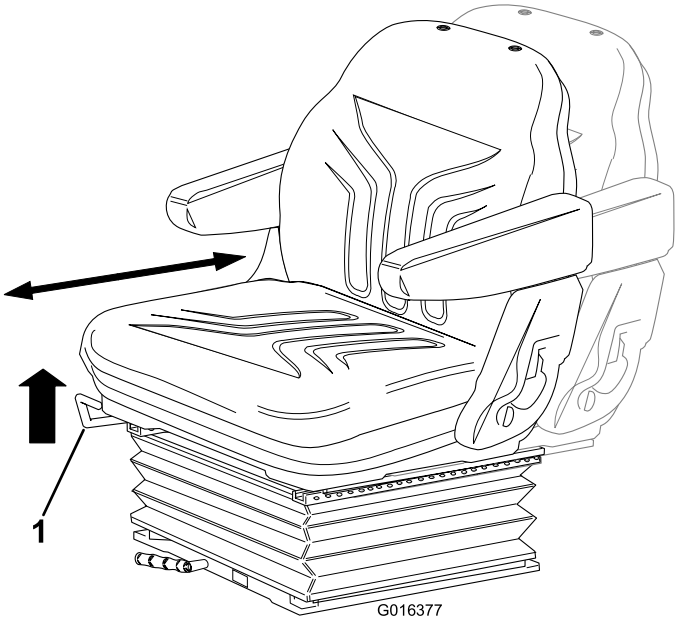

Figuur 11
- **Lengte-instelling:** Beweeg de hendel naar boven om de stoel in de lengterichting te verstellen. Laat de hendel los om de stoel in zijn stand te vergrendelen (Figuur 11).